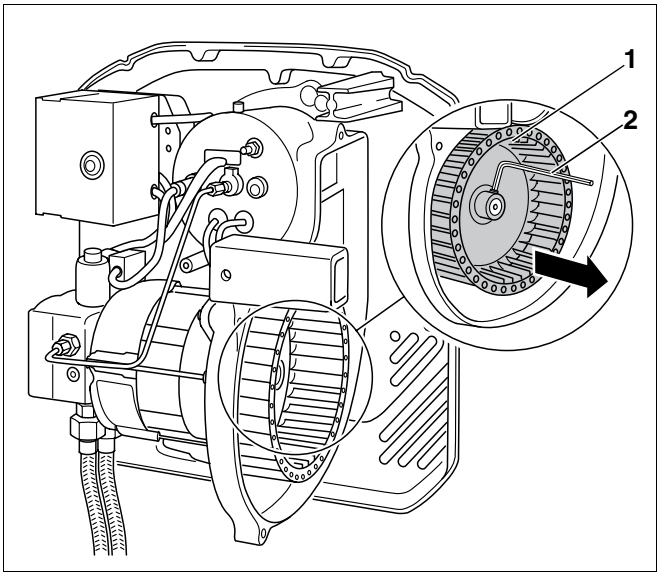

Fig. 44 Controllare, ed eventualmente sostituire, la ventola
- Allentare la ventola (fig. 44, **pos. 1**) con una chiave esagonale (brugola) (fig. 44, **pos. 2**) e toglierla dall'albero.
- Rimontare la ventola (fig. 44, **pos. 1**).